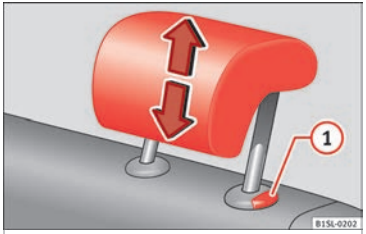

Fig. 66 Adjusting the rear head restraints
- Push the head restraint up or down in the direction of the arrow with the button pressed ››› **Fig. 66** (1) ››› ⚠.